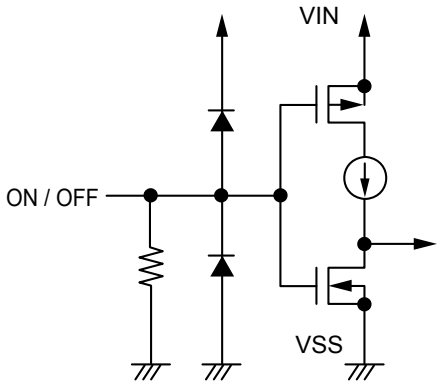

Figure 17
Note that the current consumption increases when a voltage of 0.3 V to 1.0 V (Ta = 25°C) is applied to the ON / OFF pin. The ON / OFF pin is configured as shown in **Figures 17** and **18**. In the S-1137 Series A / C types, the ON / OFF pin is internally pulled down to the VSS pin in the floating status, so the VOUT pin is set to the V_{SS} level. In the S-1137 Series B / D types, the ON / OFF pin is not internally pulled down, so do not use the pin in the floating status. When not using the ON / OFF pin in the S-1137 Series B / D types, connect the pin to the VIN pin.
***1**. IC's current consumption increases as much as current flows into the pull-down resistor when the ON / OFF pin is connected to the VIN pin and the S-1137 Series A / C types is operating (**Figure 17**).
(1) S-1137 Series A / C Type